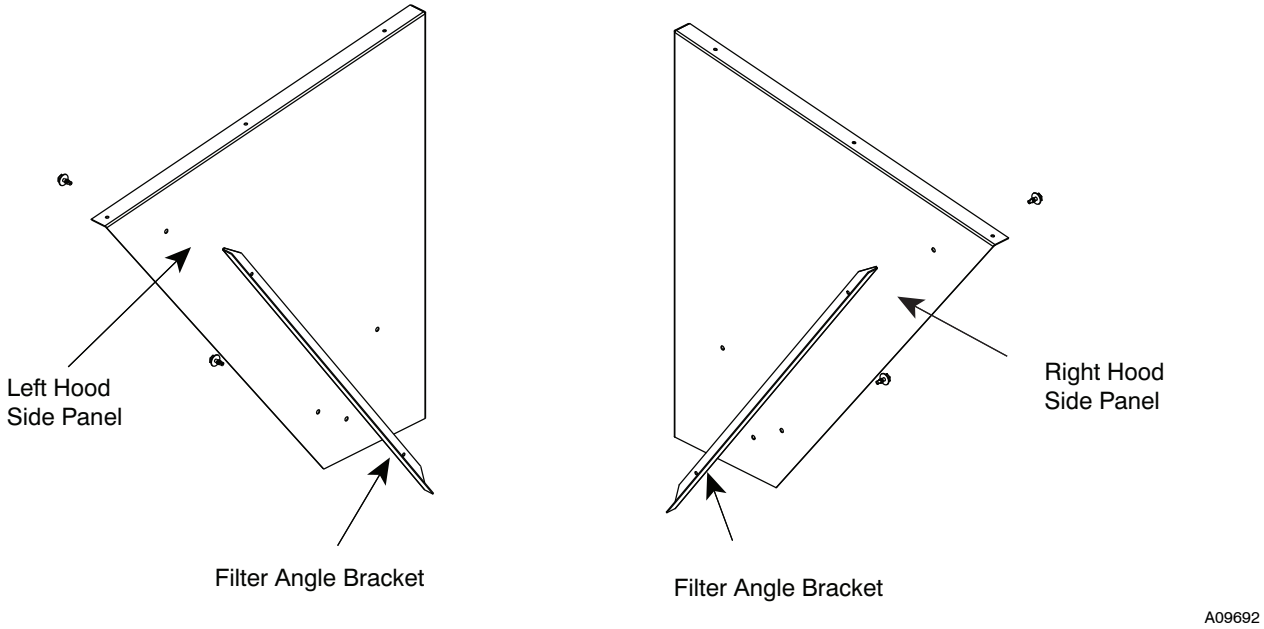

Fig. 30 - Filter Angle Bracket Installation
7. Install the 2 angle filter brackets to the right and left hood side panels respectively with the #10 screws provided. See Fig. 30.